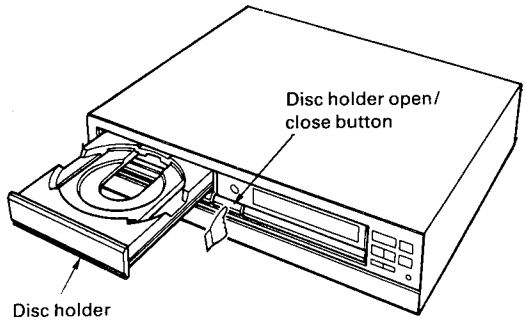
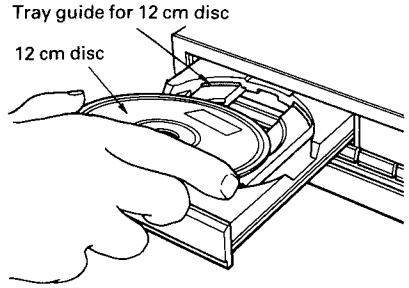

Fig. 1
Fig. 2
- When using 12 cm. diameter discs, make sure the outer edge matches the tray guide circumference (Fig. 1), and when using CD singles (8 cm. diameter) match the outer edge with the inner tray guide circumference. (Fig. 2)